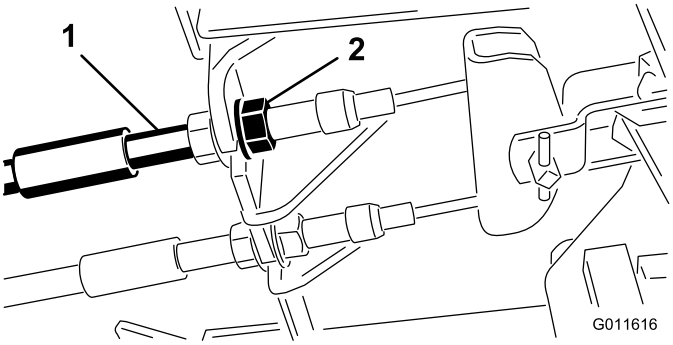

Figur 43
1. Tilspænd bremserne for at reducere bremsepedalernes frie vandring ved at løsne den forreste møtrik på bremsekablets gevindende (Figur 43).